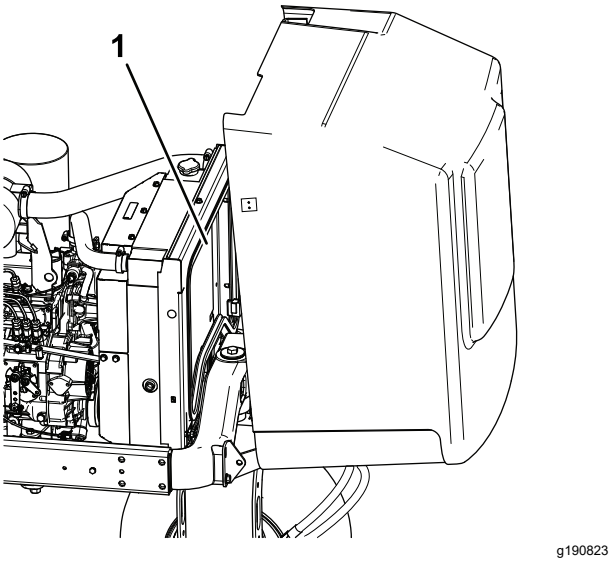

Figuur 69
5. Reinig beide zijden van de omgeving van de radiateur grondig met water of perslucht (Figuur 69).